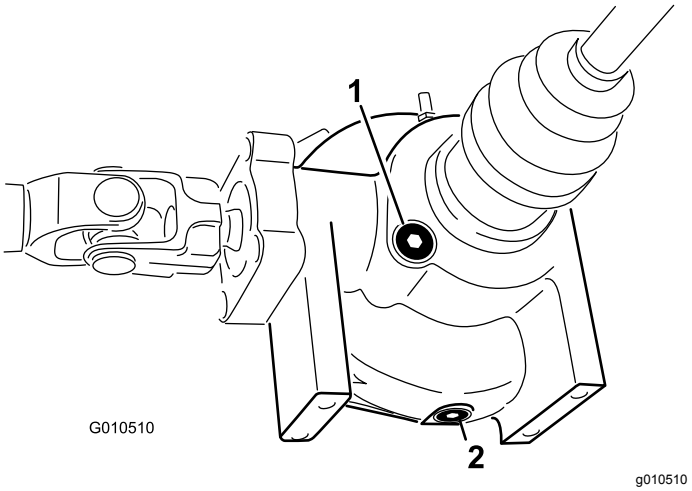

Figur 43
4. Rengør området omkring påfyldnings-/kontrolskruen på siden af differentialet (Figur 43).
4. Rengør området rundt om aftapningsproppen på siden af differentialet (Figur 43).